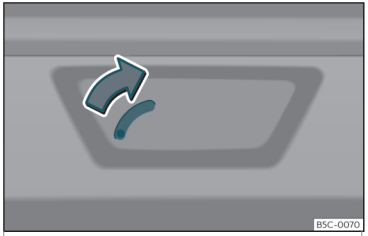

Fig. 85 Particolare del bagagliaio: sblocco di emergenza.
- Introdurre lo spadino della chiave nella fessura e spostare la chiave nella direzione indicata dalla freccia fino a sbloccare la serratura ››› **fig. 85**.